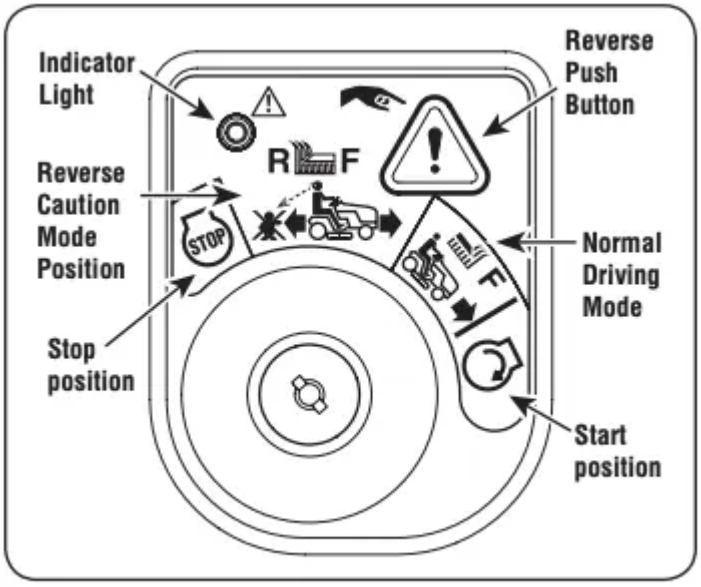

Figure 11
2. Turn the key from the NORMAL MOWING (Green) position to the REVERSE CAUTION MODE (Yellow) position of the ignition module. See Figure 11.
3. Press the REVERSE PUSH BUTTON at the top, right corner of the ignition module. The red indicator light at the top, left corner of the ignition module will be ON while activated. See Figure 11.